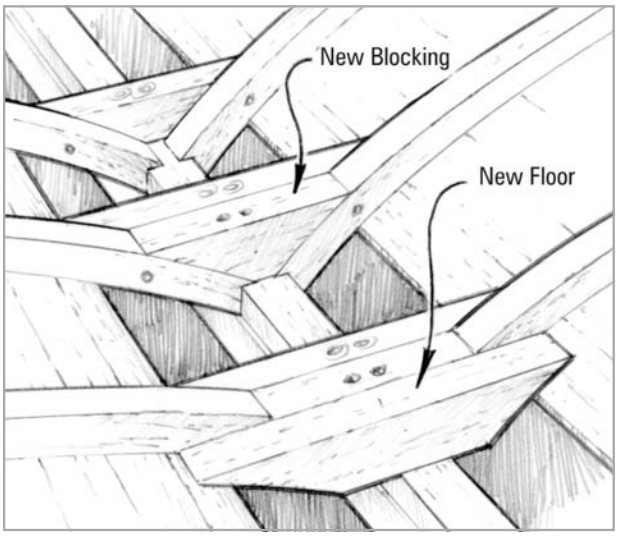

Figure 4-10 *Bond new floors and blocking to the keels and frames.*
5. Bond the new floors and blocking to the keel and frames *(Figure 4-10)*. Wet out all mating surfaces and end grain with resin/hardener mixture. Apply thickened epoxy/406 filler. Clamp in position until epoxy cures. Allow the epoxy to cure thoroughly before removing clamps and proceeding with the next step.